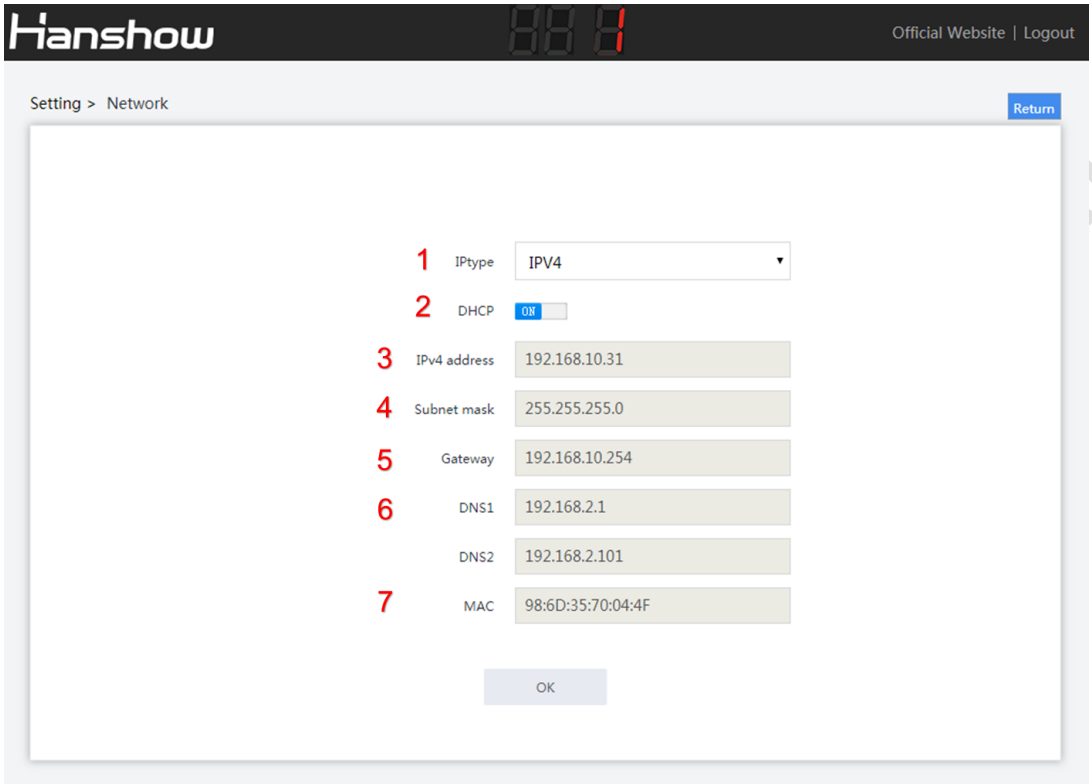

Figure 4-4 Network configuration page 1
- If IP type is IPv4, the configuration page is shown in *Figure 4-4*.